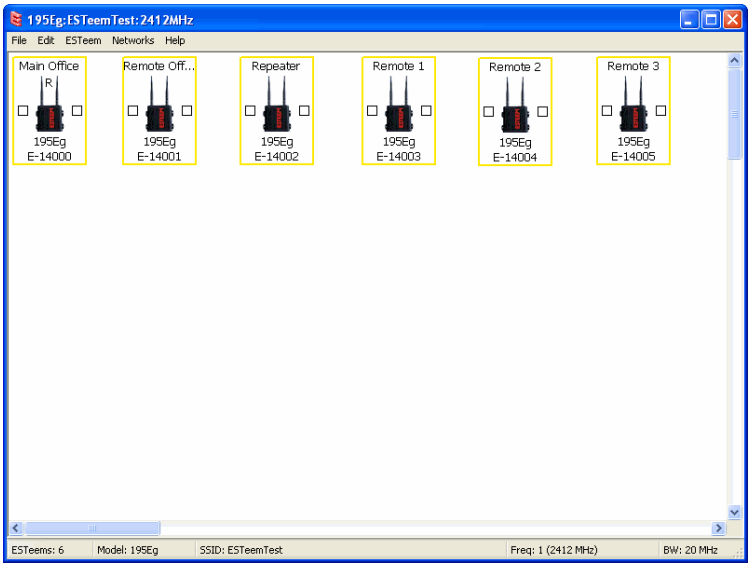

Figure 16: Example 3 Modems
1. Using the above procedure for adding ESTeem Horizons, add the six ESTeem Horizons for this example and rename by location. Your layout should appear like Figure 16.